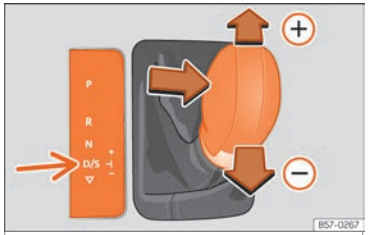

Fig. 248 Console centrale: cambio del rapporto di marcia con tiptronic.
– Tirare la leva selettrice in avanti ⊕ per inserire una marcia superiore ››› **fig. 248**.